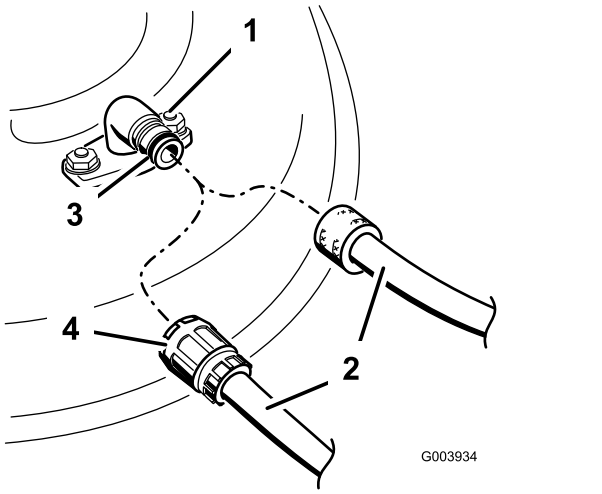

Figur 76
3. Anslut slangkopplingen till klipparens tvättkoppling och vrid på vattnet ordentligt (Figur 76).